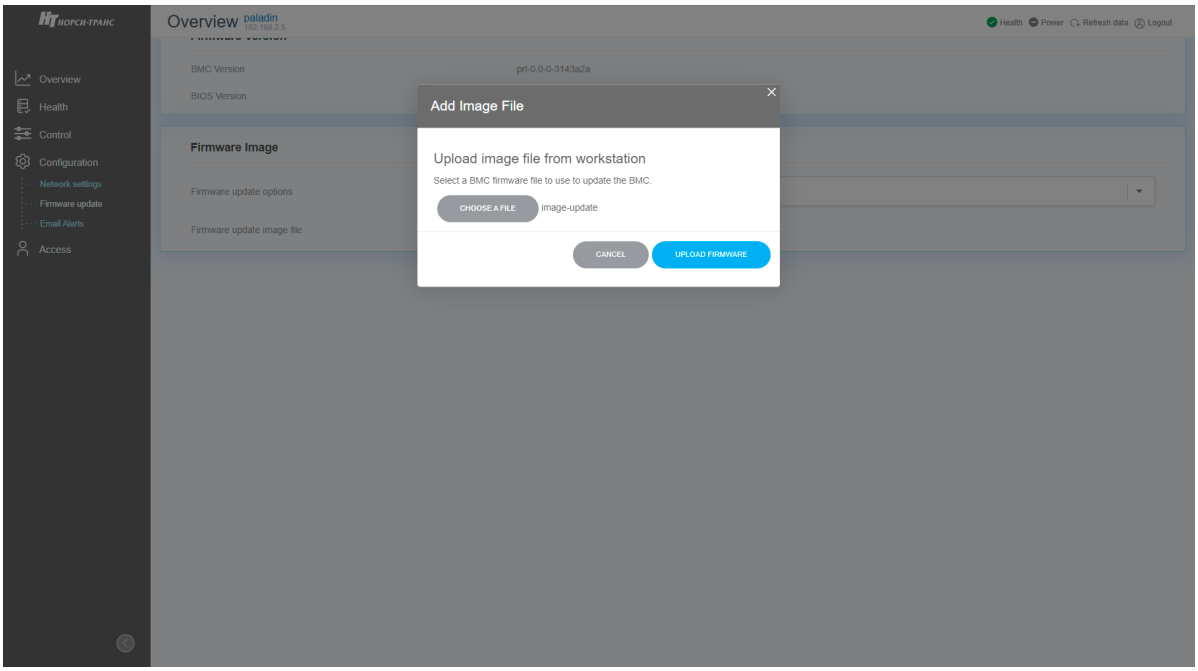

Рис. 86. Окно с активной кнопкой «UPLOAD FIRMWARE»
5) Нажмите на кнопку «UPLOAD FIRMWARE». Окно показано на рис. 86 Окно с активной кнопкой «UPLOAD FIRMWARE».